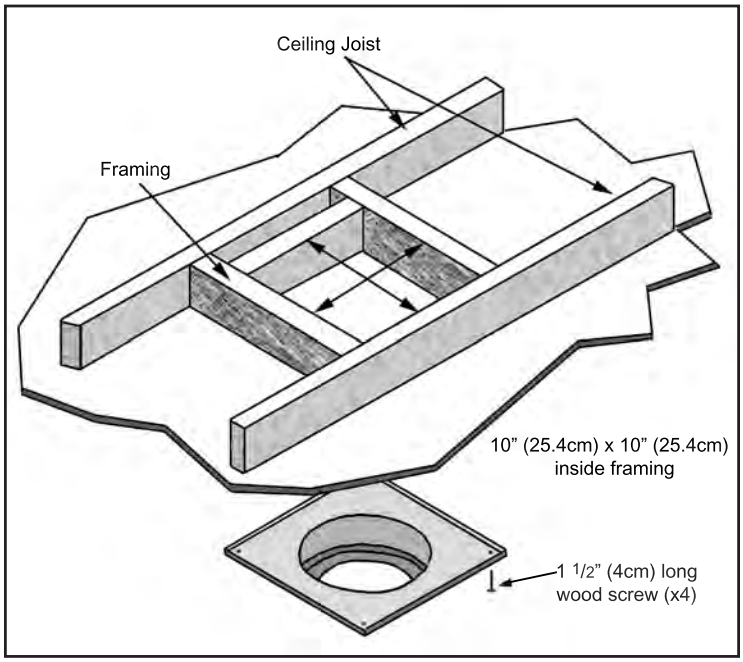
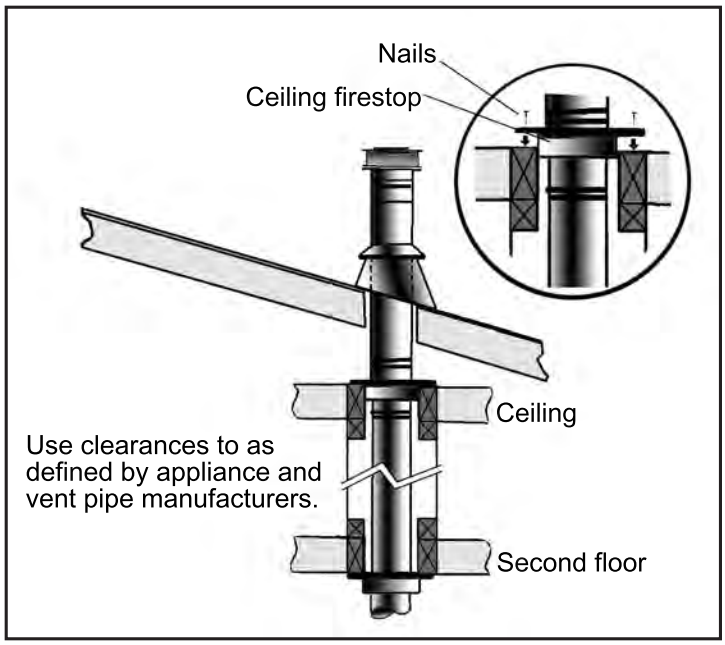

Figure 36: Wall Framing for Hole for Vertical Installation.
Figure 40: Multi-Story Vent Pipe Installation.
3. To install the Round Support Box/Wall Thimble in a flat ceiling, cut a 10" square hole in the ceiling, centered in the hole drilled in Step 2. Frame the hole as shown in Figure 36.
(c) For multi story installations. A ceiling firestop is required at the second floor, and any subsequent floors (see Figure 40). The opening should be framed to 10" (25.4 cm) x 10" (25.4 cm) inside dimensions, in the same manner as shown in Figure 36.
Cut a 10" (25.4 cm) hole in the ceiling and the roof. Refer to Figure 36.